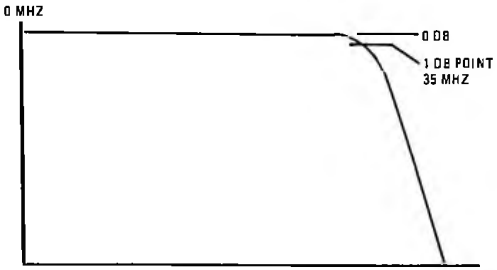

Figure 4. 35 MHz
f. Locate L1 and L2 (see figure 10) on Filter Control PWB Assembly A2A4A2. (Adjustment access holes are provided through the circuit board.) Adjust L1 and L2 so that the marker is at the -1 dB point on the response curve and for best overall shape as shown in figure 4. Insertion loss within the pass band should be no more that 4 dB below the 0 dB reference line.